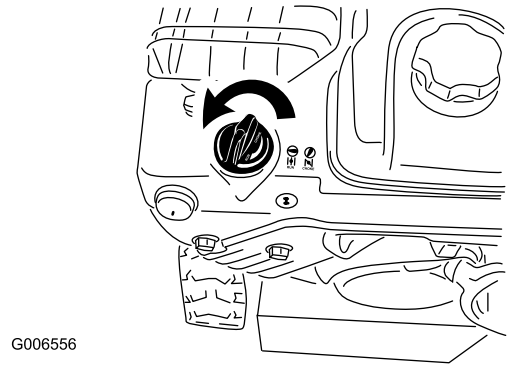

Figur 27
5. Drej chokeren til chokerpositionen (Figur 27).